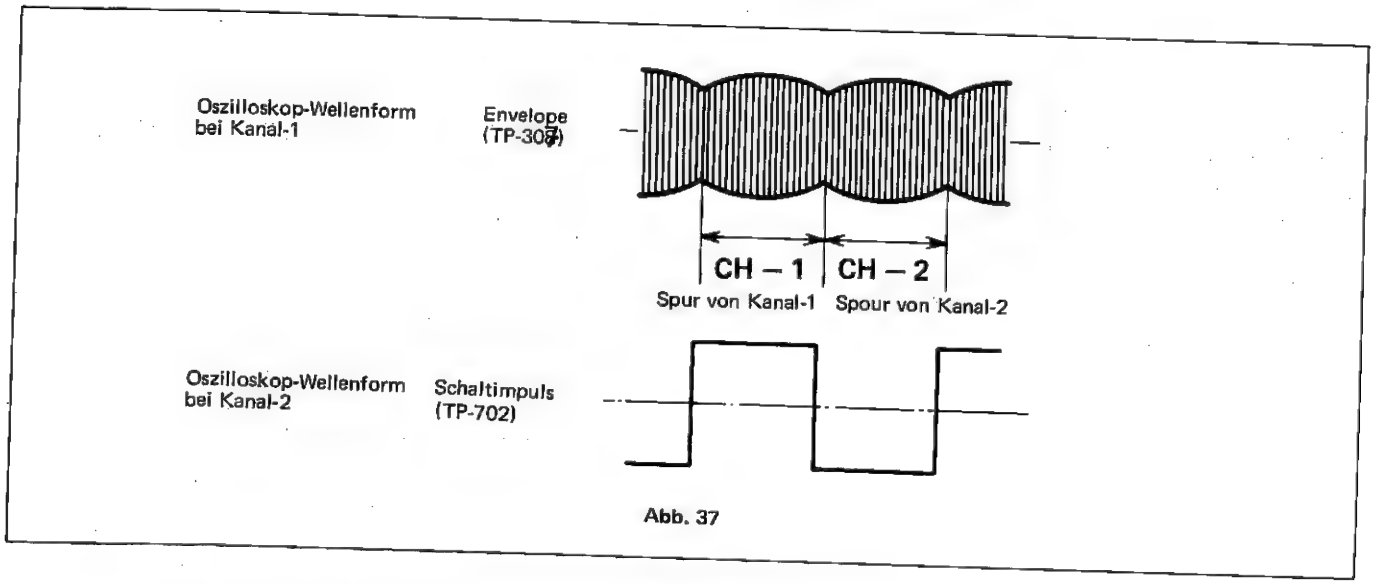
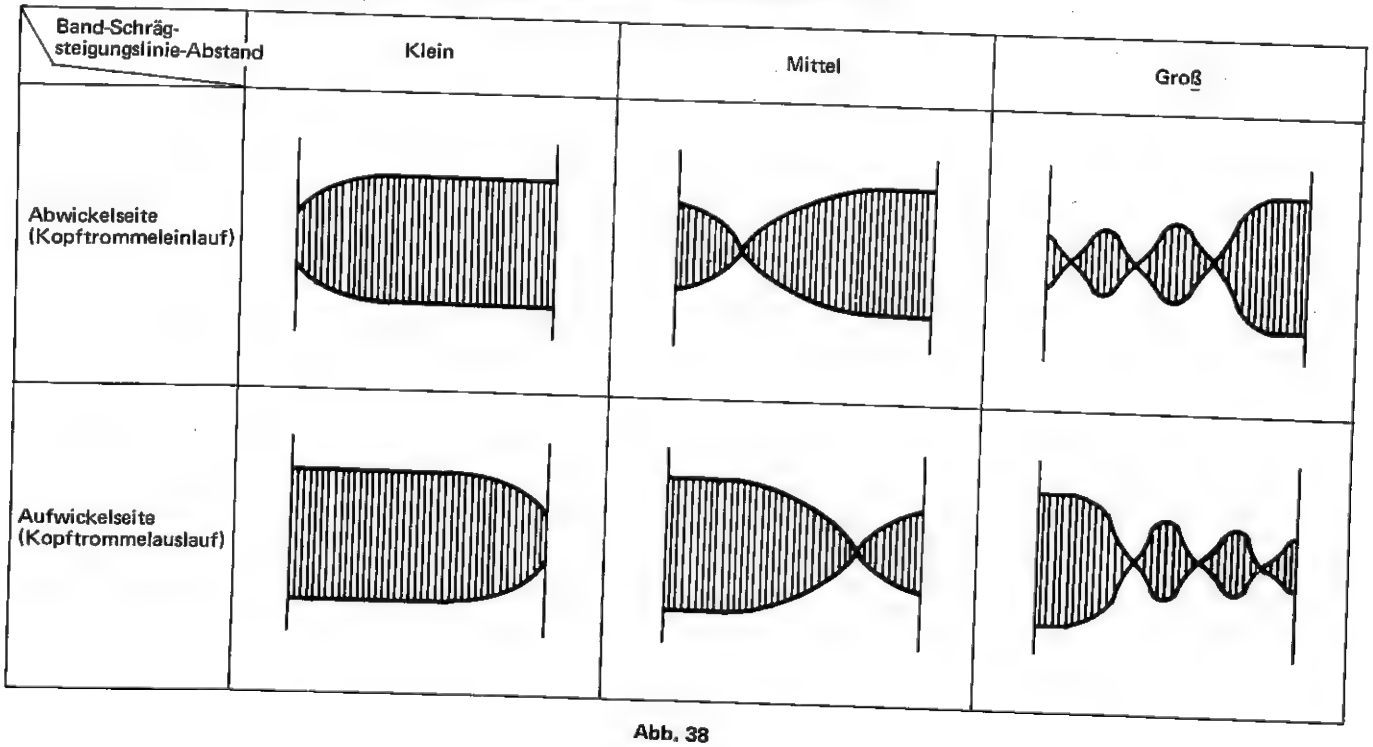

Abb. 37
Abb. 38
2. Die Auslösung mittels eines Schaltimpulses die Hüllkurve messen (siehe Abb. 37).
3. Unter Beobachtung der Hüllkurve die Führungsrollen-Höhe so abstimmen, daß das Band entlang der Trommelführung läuft. Dann ergibt sich eine Wellenform der Hüllkurve, wie sie in Abb. 37 dargestellt ist. Läuft das Band unterhalb oder oberhalb der Schrägspur-Steigungslinie entsteht einen Hüllkurven-Wellenform, wie sie in Abb. 38 dargestellt ist.